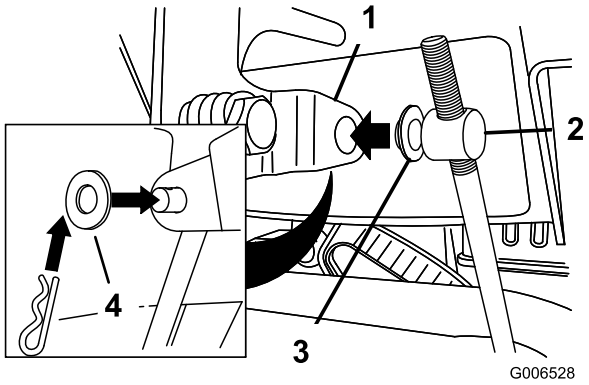

Figur 5
3. Sett en flat skive på vuggetappen (Figur 5).
6. Løft opp på hastighetskontrollstaget, og sett inn vuggetappen i hullet i hastighetsvelgerspaken (Figur 5).
B. Koble vuggetappen fra hastighetsvelgerspaken (Figur 5).
C. Vri vuggetappen nedover (med klokken) på hastighetskontrollstaget (Figur 5).
D. Koble vuggetappen til hastighetsvelgerspaken (Figur 5).
B. Koble fra vuggetappen fra hastighetsvelgerspaken (Figur 5).
C. Vri vuggetappen oppover (mot klokken) på hastighetskontrollstaget (Figur 5).